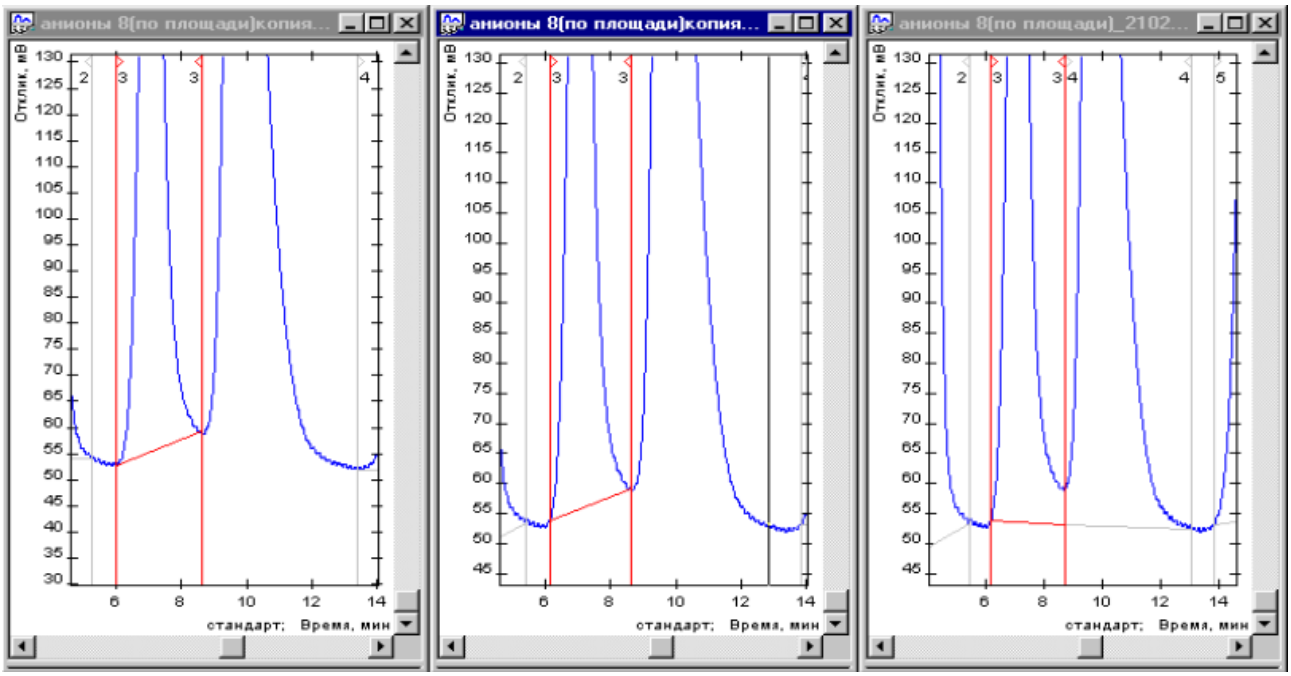

Рис. 56: 1) Исходная разметка; 2) Обозначение границы неразделённого пика; 3) Результат.
3. Отметьте границу неразделённого пика (Рис. 56).